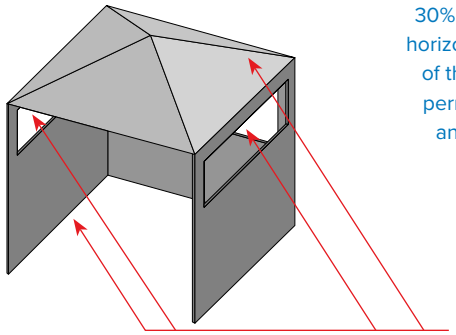
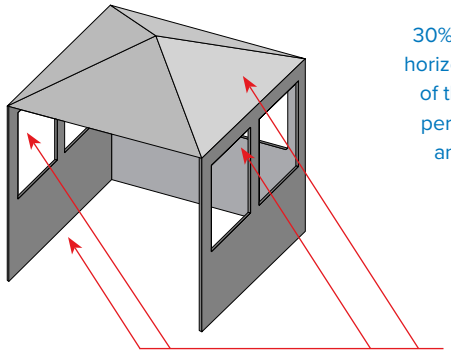

Fig. 4
Fig. 5
- An appliance is considered to be outdoors if installed with shelter no more inclusive than within a partial enclosure that includes an overhead cover and three sidewalls, as long as 30% or more of the horizontal periphery of the enclosure is permanently open. **(Fig 4 & Fig 5)**